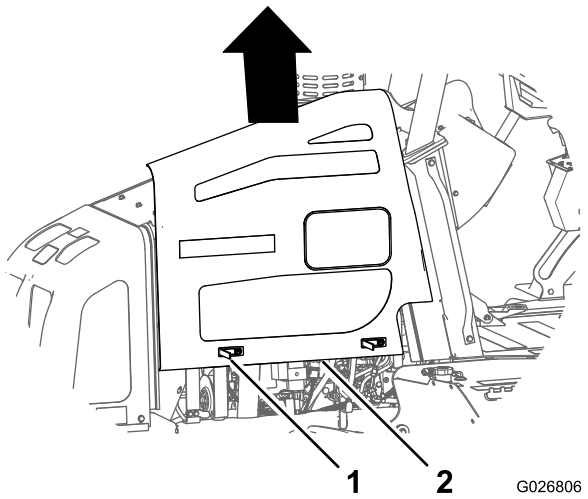

Рисунок 60
4. Поднимите панель вверх и снимите ее с машины (Рисунок 60).